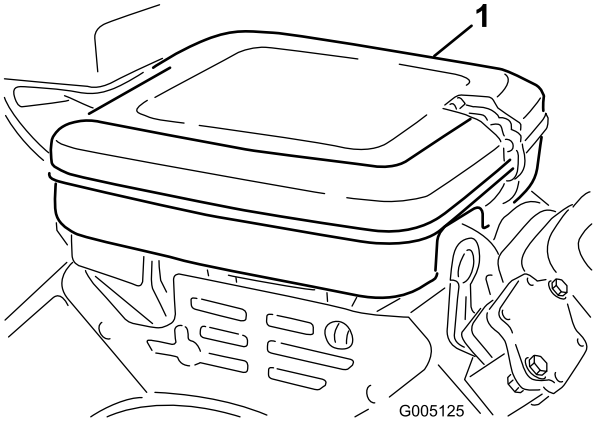

Figur 40
1. Rengør dækslet grundigt (Figur 40).
3. Fjern vingemøtrikken, der fastholder elementerne på selve luftfilteret (Figur 40).